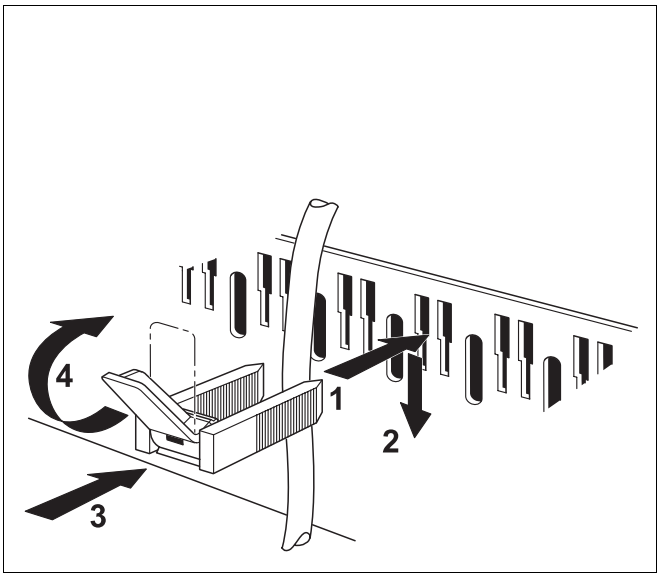

Rys. 84 Przymocowanie przewodów obejmą
- Przymocować wszystkie przewody obejmami (rys. 84):
– Włożyć obejmę z ułożonym przewodem od góry w wycięcie ramy (rys. 84); dźwigienka musi być skierowana do góry (rys. 84, krok **1**).
– Zsunąć obejmę kabla do dołu (rys. 84, krok **2**).
– Docisnąć obejmę (rys. 84, krok **3**).
– Przełożyć dźwigienkę do góry (rys. 84, krok **4**).